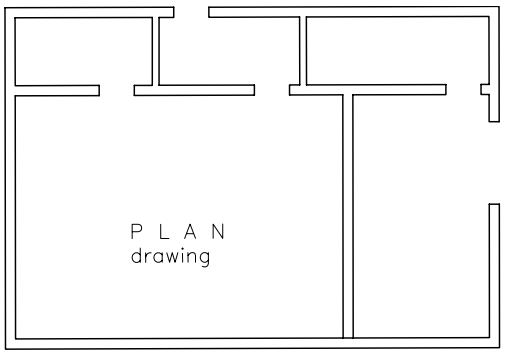
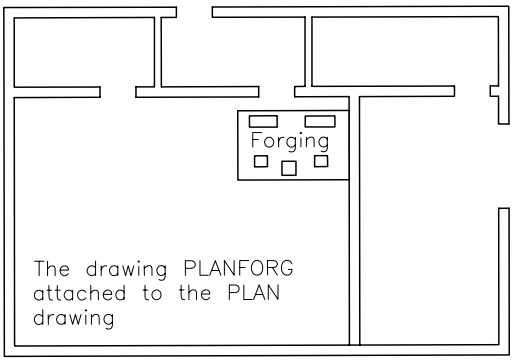

***Figure 18-21*** *The PLAN drawing*
***Figure 18-22*** *The PLAN drawing after attaching the PLANFORG drawing*
4. Open the drawing file PLAN, refer to Figure 18-21, and select the **Attachment** radio button in the **Attach External Reference** dialog box, which is displayed when you select the PLANFORG drawing in the **Select Reference File** dialog box to attach it as an xref to the PLAN drawing. You will notice that only the PLANFORG drawing is attached, refer to Figure 18-22. The drawing that was overlaid in the PLANFORG drawing (PLAN) does not appear in the current drawing. This way, the CAD operator working on the PLANFORG drawing can overlay the PLAN drawing, and the CAD operator working on the PLAN drawing can attach the PLANFORG drawing, without causing a circular reference.